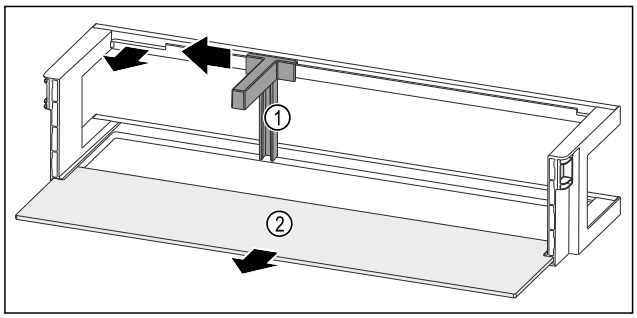

Fig. 193 Raft montat pe ușă cu suport pentru sticle și raft
▶ Împingeți în lateral suportul pentru sticle *Fig. 193 (1)* până la degajare.
▶ Extrageți suportul pentru sticle *Fig. 193 (1)*.
▶ Extrageți raftul *Fig. 193 (2)*.